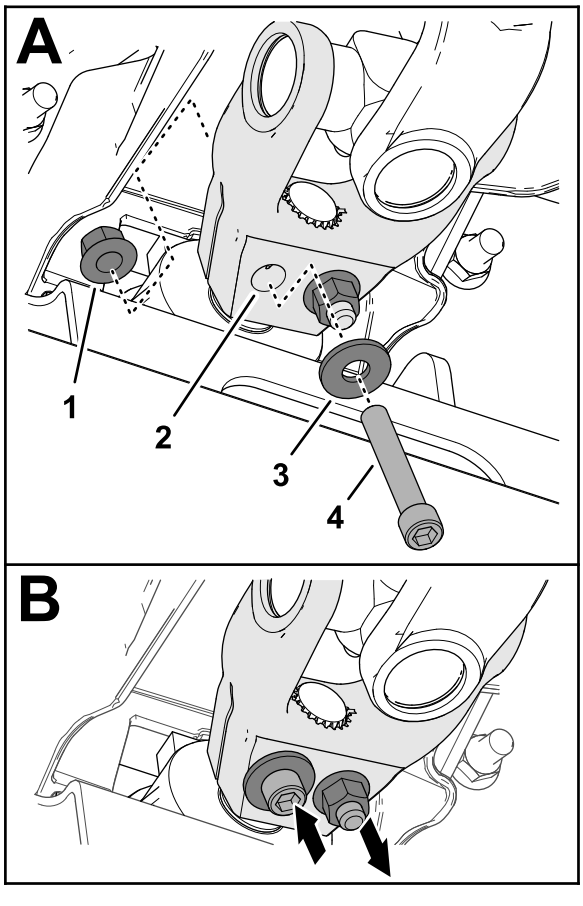

Figur 17
6. Før en unbrakomaskinskrue (⅜" x 2¼") gennem en spændeskive (⅜") og hullet i drivakslens gaffel (Figur 17), og fastgør maskinskruen med en flangelåsemøtrik (⅜").
7. Før en unbrakomaskinskrue (⅜" x 2¼") gennem en spændeskive (⅜") og hullet i drivakslens gaffel fra den modsatte retning (Figur 17), og fastgør maskinskruen med en flangelåsemøtrik (⅜").